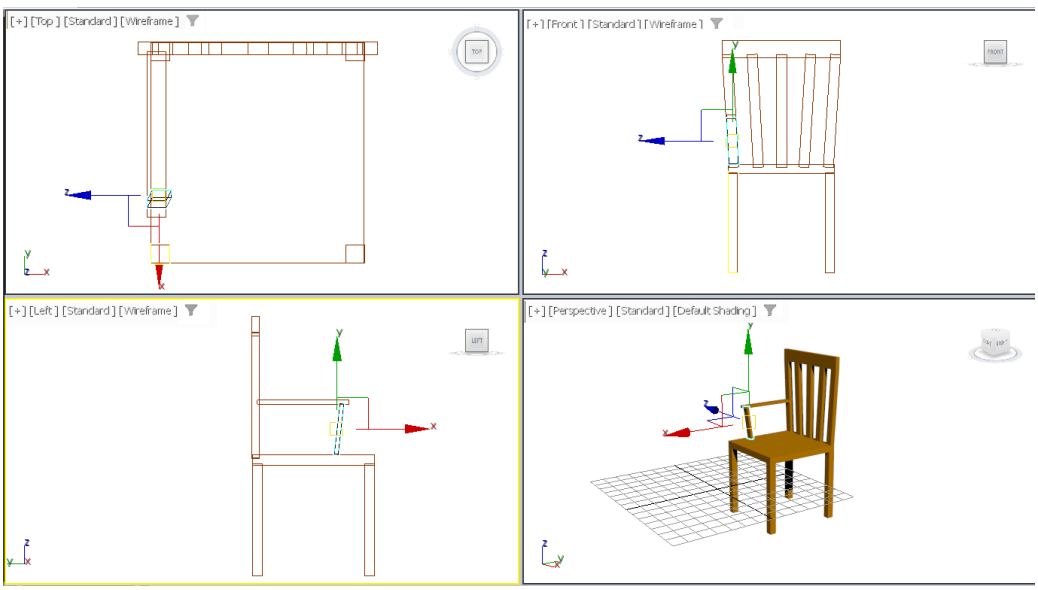

Figure 2-64 *Alignment of box in the viewports*
16. Create one more box in the Top viewport and enter the values in the **Parameters** rollout, as given next (adjust the dimensions if required) and then align it with the box created in step 16, as shown in Figure 2-64.